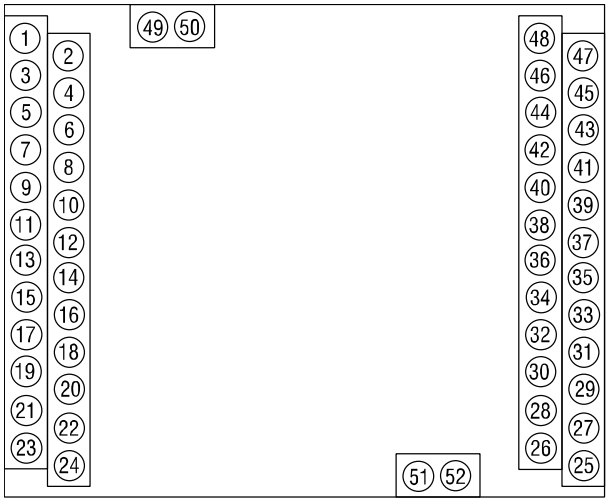

Abb. 4.1 Layout der Anschlussklemmen
- Das Layout von Anschlussklemmen ist in Abb. 4.1 und die Klemmenbelegung in der Tabelle 4.1 dargestellt.